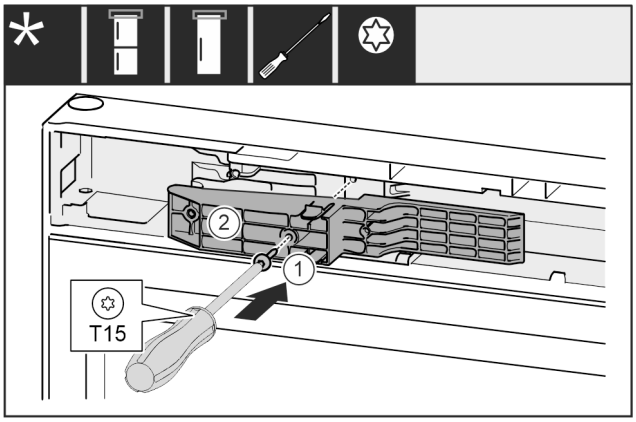

*Fig. 70 **
▶ Insert adapter *Fig. 70 (1)* in the recess on the handle side.*
▶ Tighten screw *Fig. 70 (2)* with screwdriver.*